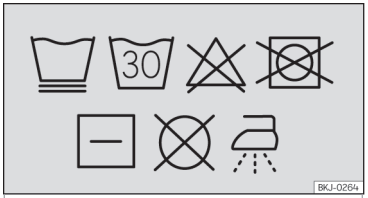

Fig. 114 Etiqueta nas capas: símbolos de instruções de lavagem
- **Instruções de lavagem das capas amovíveis ››› Fig. 114:**